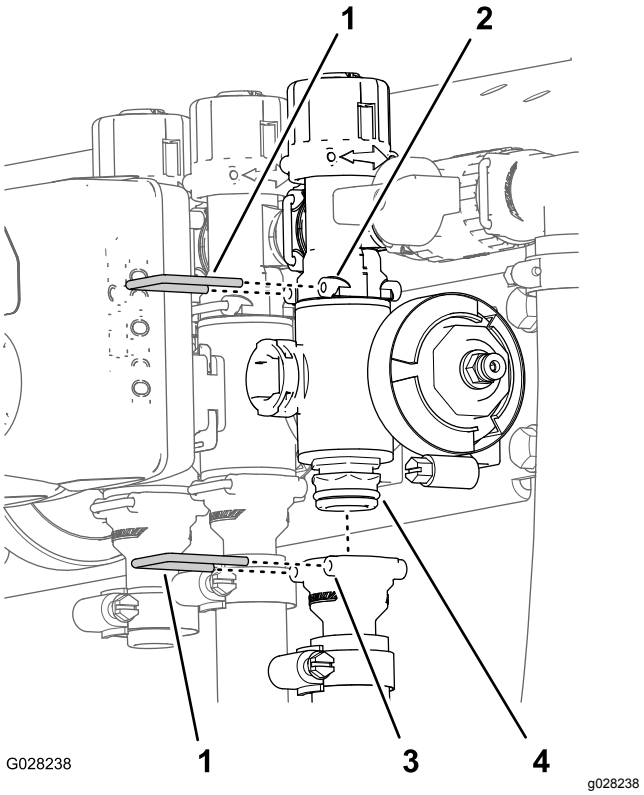

Figuur 69
2. Verwijder de borgclips waarmee de uitgaande fitting is bevestigd aan de verdelerklep van de spuitbomen en de borgclips waarmee de verdeler aan de omloopfitting is bevestigd (Figuur 69).